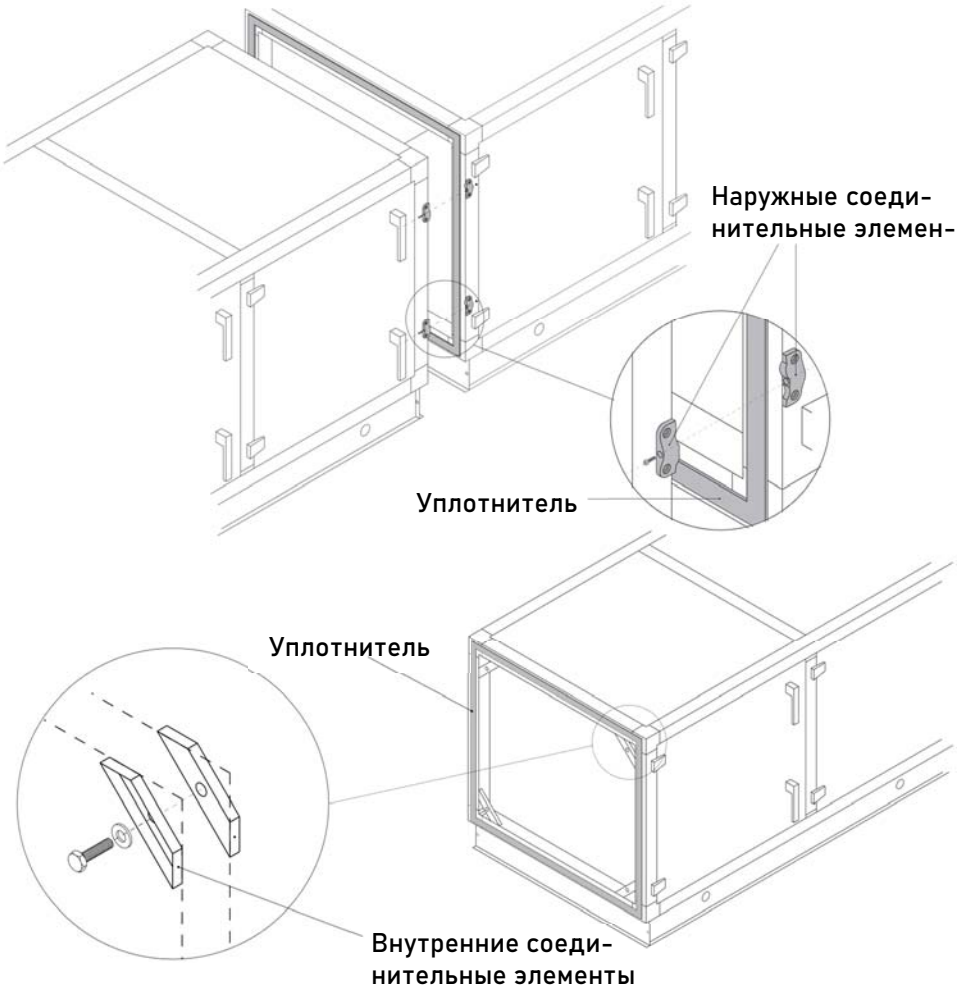

Рисунок 4 - Стыковка секций
5.1.2 Расположите установку в выбранном месте. Если установка состоит из нескольких секций, расположите одну из них в выбранном месте, обклейте поверхность, которой она будет стыковаться уплотнительной лентой и стяните секции при помощи наружных или внутренних соединительных элементов (Рисунок 4).